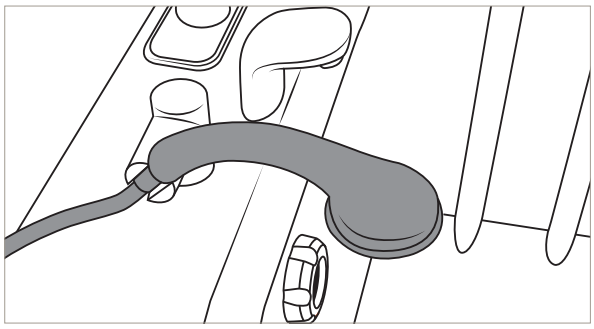

Abbildung 77
37. Stecken Sie den Duschgriff in den Halter zurück. Siehe Abbildung 77.